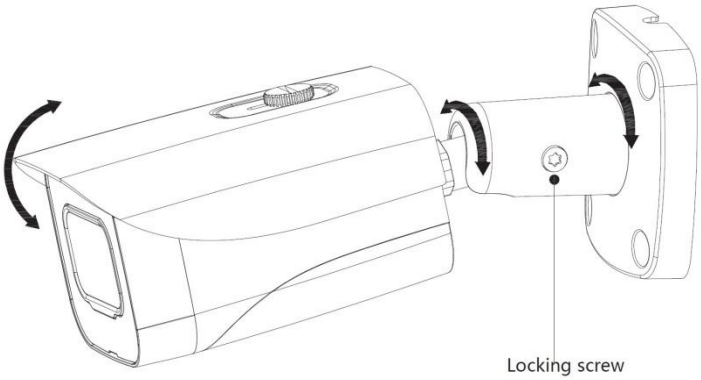
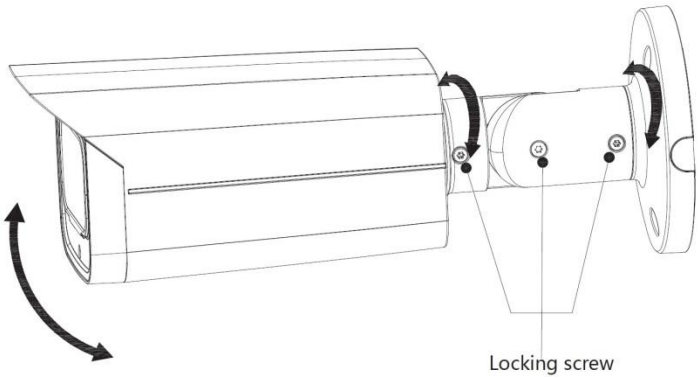

Figure 3-3
Figure 3-4
Step 1 Drill screw holes (and the cable outlet hole if it needs to go through the mounting surface) on the mounting surface⑤ as indicated on the positioning map.
- For masonry mounting surface, insert expansion bolts④ from the accessory pack in the screw holes.
Step 3 Adjust the location of the bracket③ according to cable outlet requirement (top out or side out), and then pull the cable out through mounting surface or the side cable tray.
Step 4 Align the screw holes on the bracket③ to those on the mounting surface, then put in and fasten the supplied self-tapping screws② to attach the device① to the mounting surface.
Step 5 Connect the camera to power source and the XVR device, and then aim the lens to the ideal angle, see Figure 3-3 or Figure 3-4.